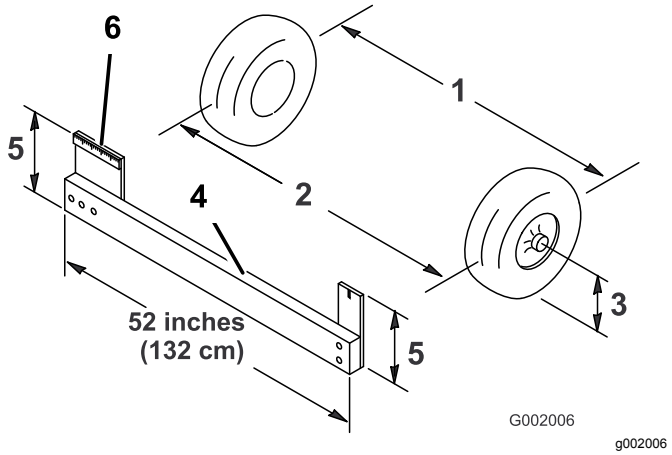

Rysunek 50
4. Zmierz odległość między obydwoma oponami kół przednich na wysokości osi z przedniej oraz tylnej strony kół przednich (Rysunek 50).
Informacja: Do zmierzenia tylnej strony przednich kół na wysokości osi niezbędny jest uchwyt lub przymiar. Użyj tego samego przymiaru do dokładnego zmierzenia przedniej strony przednich kół na wysokości osi (Rysunek 50).